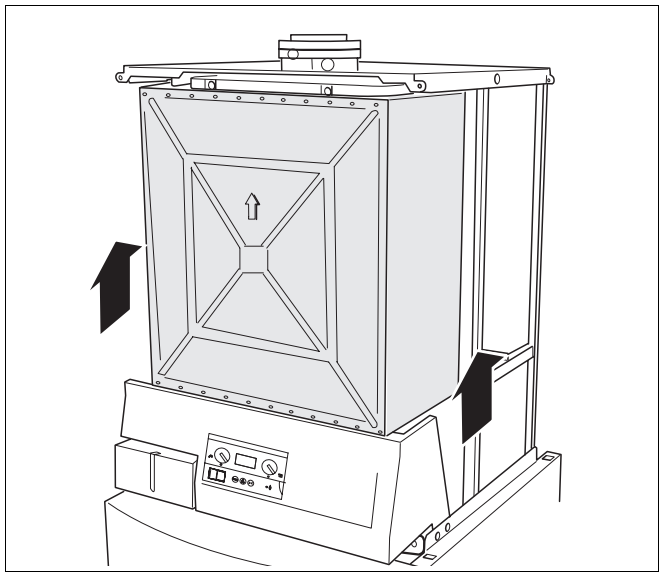

Rys. 10 Zdjęcie kotła grzewczego z zasobnikowego podgrzewacza c.w.u.
- Zdjąć kocioł grzewczy z zasobnikowego podgrzewacza c.w.u. (rys. 10).